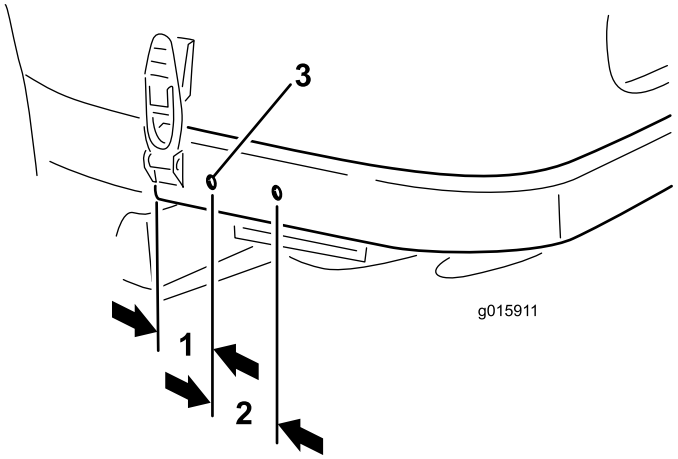

Figura 10
2. Utilizando as dimensões indicadas em Figura 10, localize a marca e faça (2) furos de 9 mm de diâmetro em cada lado da estrutura traseira. Centre os furos para cima e para baixo na estrutura.